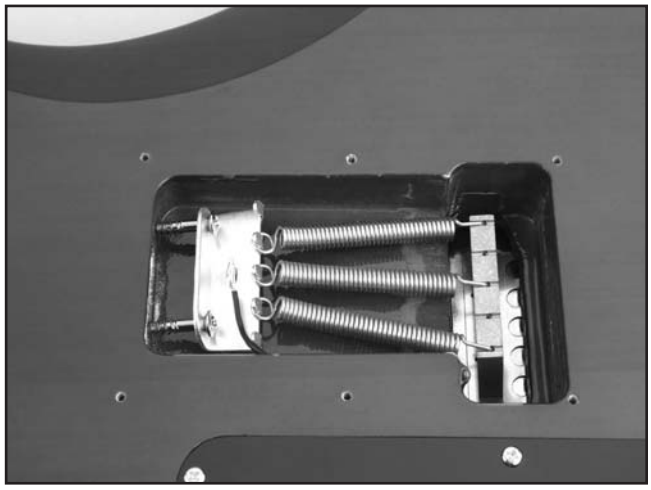

Figure 44. Spring adjustment.
1. Tighten the spring claw screws to approximately ⅝" from the front edge of the tremolo cavity as shown in **Figure 44**.